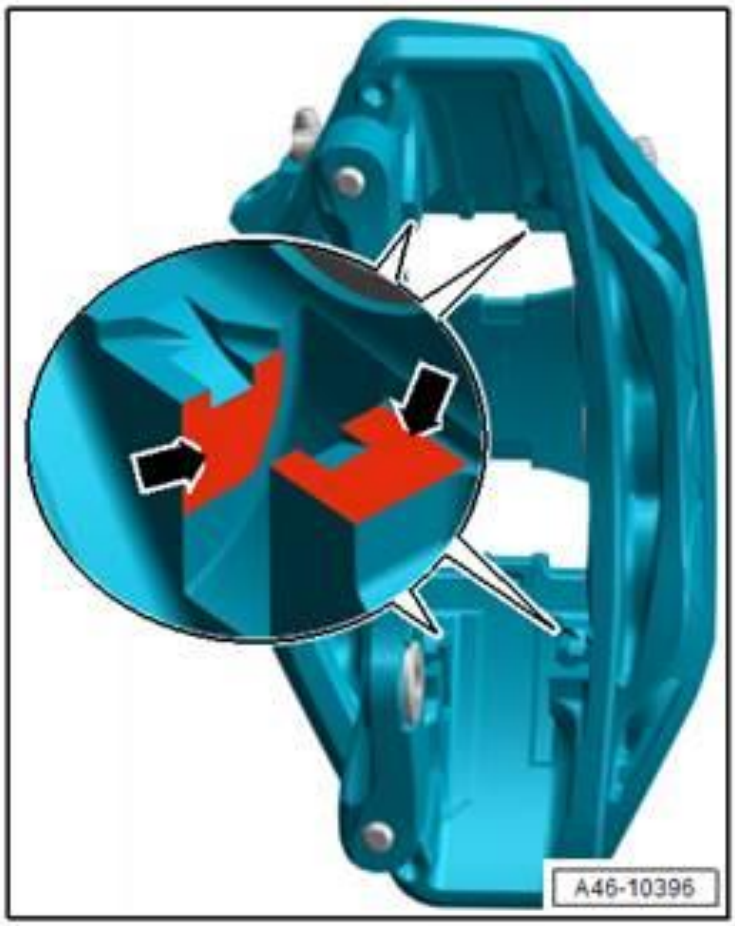

Figure 4. *Clean contact surfaces and then coat with lithium grease.*
4. It is mandatory to clean the contact surfaces (red marked with arrows) and coat with lithium grease (Figure 4). Also, coat the brake pad plate/guide pins and pad contact surfaces with lithium grease.